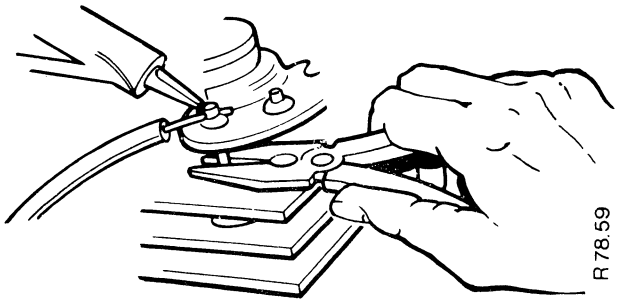

Figure H25
2. Use a soldering iron to disconnect the three connections B which connect the stator N to the rectifier R. Use a pair of long nose pliers on the diodes as shown in Figure H25. This will prevent heat causing damage to the diodes. Make a note of the wire positions for correct assembly.
NOTE: Use a pair of pliers to remove the heat away from the diodes, see Figure H25.